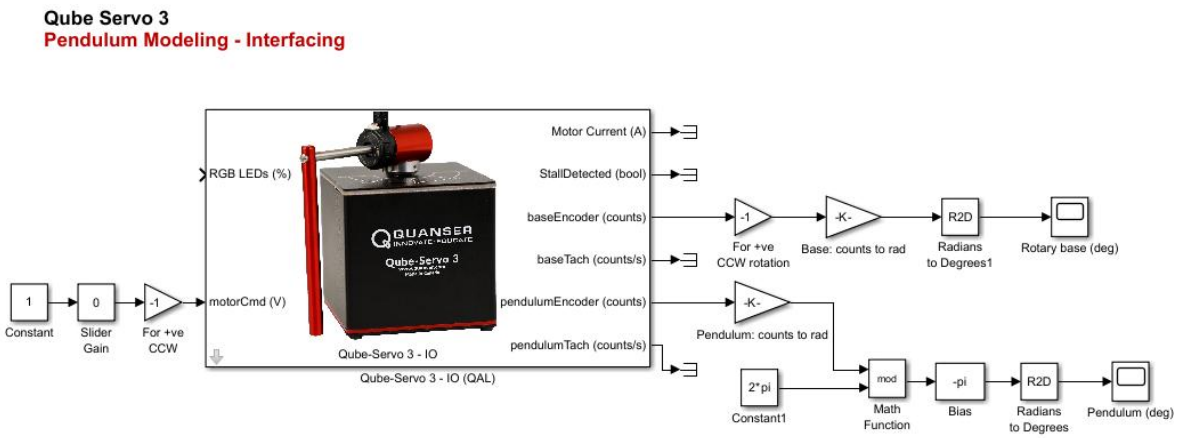

Figure 2: Simulink model that includes the modulus and bias blocks.
10. Add a `Modulus` and `Bias` block to the Simulink model so that the pendulum angle α is 0 rad in the upright position and is bounded by $\pm\pi$ rad. The model should look similar to Figure 2 below: